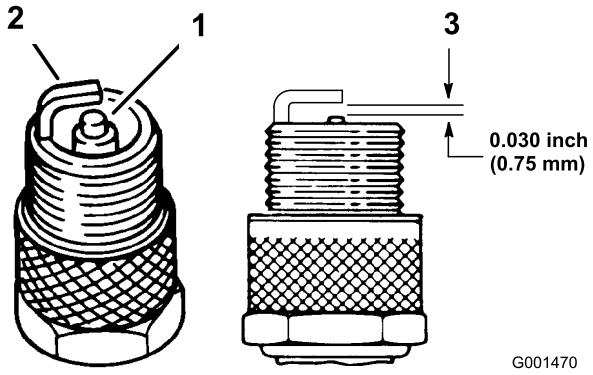

Figuur 27
1. Bekijk de binnenkant van de bougies (Figuur 27). Als de isolator lichtbruin of grijs is, werkt de motor naar
3. Controleer de afstand tussen de centrale elektrode en de massa-elektrode (Figuur 27). Verbuig de massa-elektrode (Figuur 27) om de juiste afstand in te stellen indien dit nodig is.
3. Sluit de bougiekabels aan op de bougies (Figuur 27).